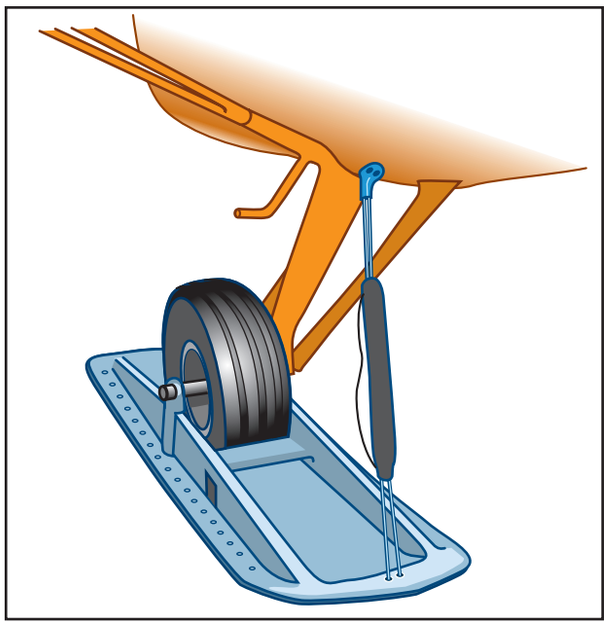

Figure 7-3. Penetration ski.
- **Penetration Ski—**The wheel extends down partially below the ski, allowing the skiplane to operate from both snow and non-snow surfaces. This type of ski gives poor ground clearance on non-snow surfaces and causes extra drag when on snow. [Figure 7-3]